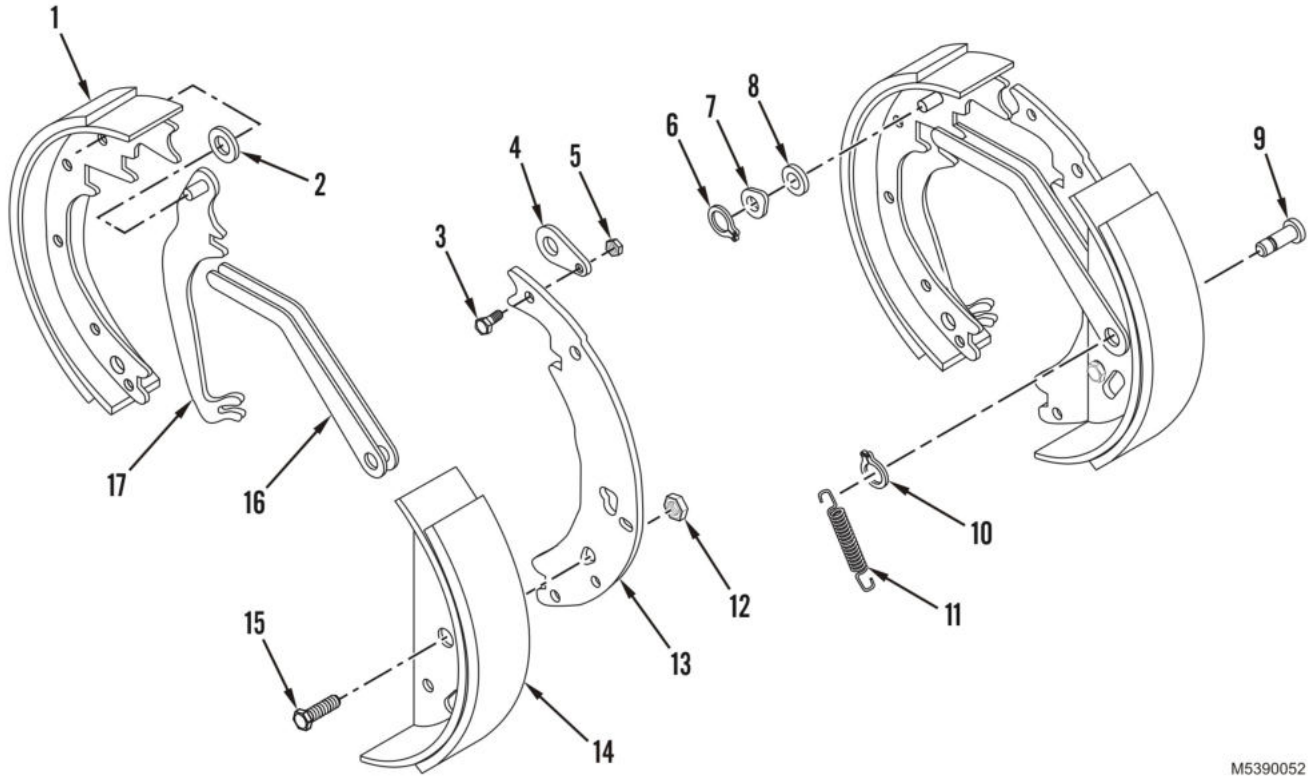

Figure 6. Service Brakeshoe Disassembly.
8. Remove spring tension clip (Figure 6, Item 6), spring washer (Figure 6, Item 7), and transporter washer (Figure 6, Item 8) securing parking brake link (Figure 6, Item 17) to rear brakeshoe (Figure 6, Item 18). Discard spring tension clip if damaged. Discard spring washer.
9. Remove rear brakeshoe (Figure 6, Item 1) and transporter washer (Figure 6, Item 2) from parking brake link. Discard rear brakeshoe.
10. Remove spring (Figure 6, Item 11), retaining ring (Figure 6, Item 10), and pin (Figure 6, Item 9) securing backing shoe lever (Figure 6, Item 13) and parking shoe lever (Figure 6, Item 16) to front brakeshoe (Figure 6, Item 14). Discard retaining ring if damaged.
11. Remove locknut (Figure 6, Item 12) and capscrew (Figure 6, Item 15) securing backing shoe lever (Figure 6, Item 13) to front brakeshoe (Figure 6, Item 14). Discard locknut and front brakeshoe.
12. Remove locknut (Figure 6, Item 5) and capscrew (Figure 6, Item 3) securing travel link (Figure 6, Item 4) to backing shoe lever (Figure 6, Item 13). Remove travel link from backing shoe lever. Discard locknut.